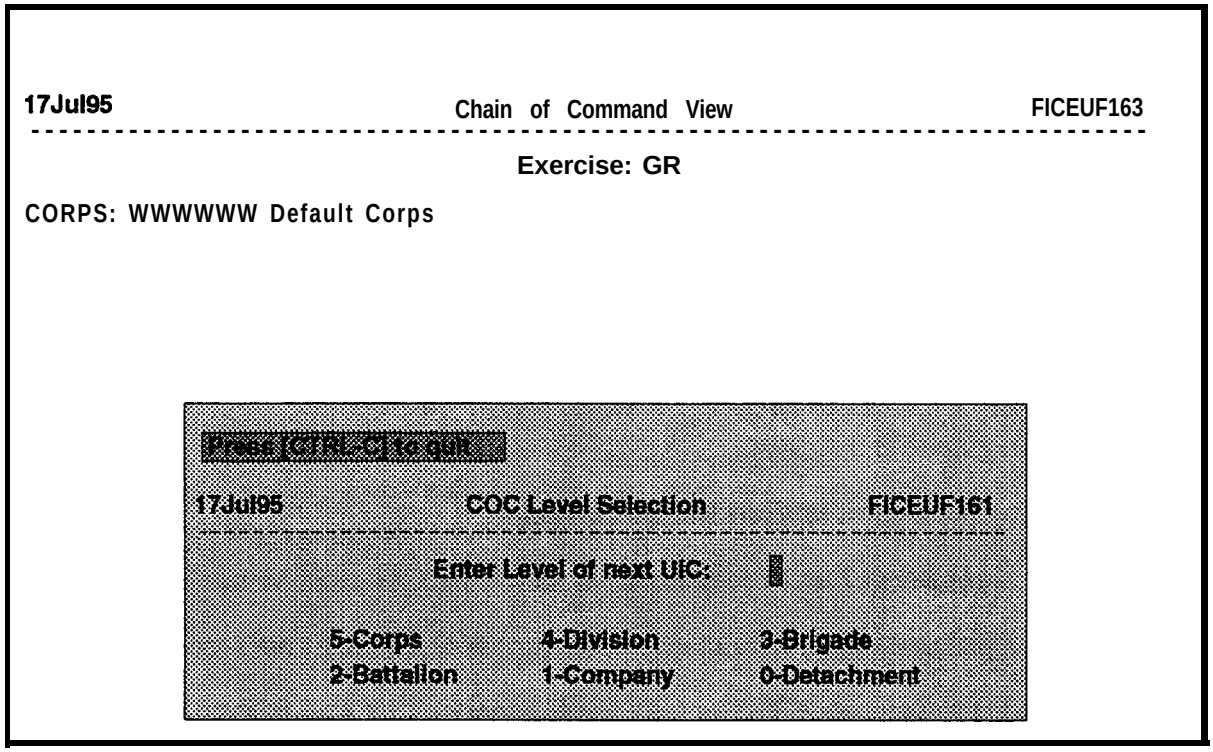

Figure 5-2. View Chain of Command Screen With a Corps Level Unit Selected
e. Select **View** from the Chain of Command menu. The COC Level Selection window will be displayed as shown in Figure 5-2, with a prompt **Enter Level of next UIC:.**
(1) If the selected level has one or more UICs associated with it, the UIC Select window will be displayed with a list of **all UICs** at the selected level.
The COC Level Selection window will then be displayed again as shown in Figure 5-2, with a prompt **Enter** Level **of next UIC:.** When this happens, you have two options: